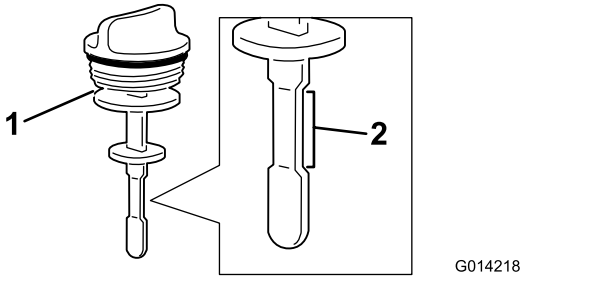

**Bild 108**
4. Nehmen Sie den Peilstab aus dem Füllstutzen und prüfen Sie den Ölstand (Bild 108).